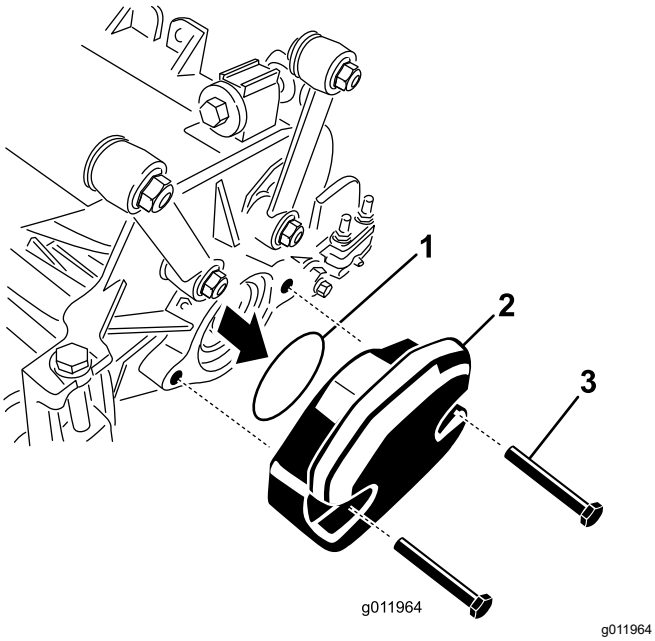

Figuur 24
2. Verwijder het gewicht en de O-ring (Figuur 24) van de binnenzijde van de rechter maai-eenheid.